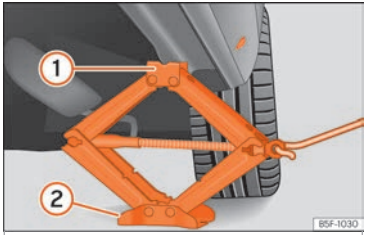

Fig. 46 Larguero: colocación del gato del vehículo.
- Gire la manivela del gato*, situado bajo el punto de apoyo del larguero, para elevarlo hasta que la pestaña ① ››› **fig. 46** quede situada bajo el alojamiento previsto.
- Alinee el gato* de modo que la pestaña ① "agarre" en el alojamiento previsto del larguero y la placa base móvil ② quede apoyada en el suelo. La placa base ② debe caer en la vertical respecto al punto de apoyo ①.